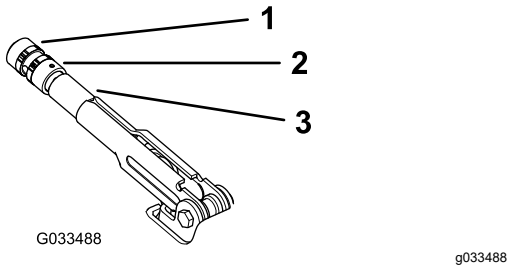

Figuur 57
2. Draai de stelschroef los waarmee de knop is bevestigd aan de parkeerremhendel (Figuur 57).
3. Draai aan de knop (Figuur 57) totdat een kracht van 20 tot 22 kg nodig is om de hendel te bedienen.
4. Draai de stelschroef vast als u klaar bent (Figuur 57).